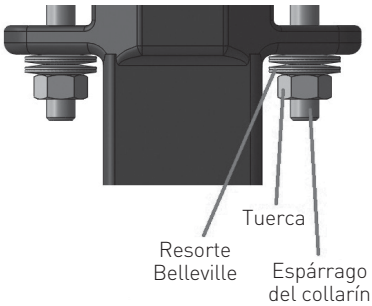

Figura 8 - Instalación del conjunto de empaquetadura
1. Instale el anillo de empaquetadura antiextrusión (9), el conjunto de empaquetadura (10), el segundo anillo antiextrusión (9), el anillo de retención del eje (11), las arandelas Belleville (15) y el prensaestopas (12) en el soporte superior del cuerpo de la válvula (1). (Consulte la Figura 8.)
2. Manteniendo el conjunto de disco (2 - 7) en la posición cerrada, apriete las tuercas de empaquetadura (16). Las tuercas estarán correctamente apretadas cuando la placa del prensaestopas (13) esté a ras de la placa superior del cuerpo de la válvula (1). Consulte la tabla a continuación para el par de apriete de los pernos.